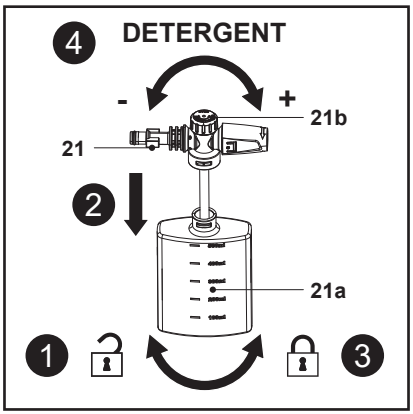

Fig. 13
Umplerea și utilizarea detergentului după cum se arată în fig. 13
1. Ține duza pentru recipientul cu detergent (21), apoi deblochează și scoate recipientul (21a) (fig. 13, pasul 1).
2. Asigură-te că țeava de alimentare cu apă este bine fixată la duza pentru detergent (21).
4. Pune duza (21) pe recipient (21a) (fig. 13, pasul 2).
5. Ține de duză (21), apoi blochează bine recipientul (21a) pe ea (fig. 13, pasul 3).
6. Rotește butonul reglabil (21b) în sens orar pentru a efectua spălarea cu detergent concentrat și în sens antiorar pentru spălare cu detergent mai diluat (fig. 13, pasul 4).
7. Montează duza pentru recipientul cu detergent (21) direct pe pistolul pulverizator (16) sau cu tija extensibilă (18).
8. Duza pentru recipientul cu detergent (21) este gata de utilizare.